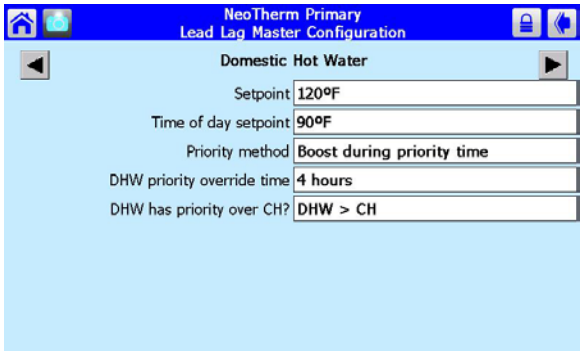

Fig. 114 – Domestic Hot Water
4. Press the button for Advanced Settings. This leads to a "ring" of related screens, and you can scroll through the list by pressing one of the left- or right-arrow symbols. Press the left-arrow or right-arrow until you see the Domestic Hot Water screen (Fig. 114).